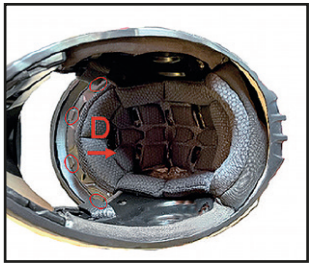

Fig. 3
2.2 Pour le démontage de la coiffe interne, détacher les 2 boutons de pression situés à l'arrière (Fig.3), tirer doucement tout en libérant les bandes de fixation frontales **D**.
2.2 Retire el interior desmontando los 2 corchetes en la parte posterior, luego tire de él suavemente liberando las tiras de fijación frontal **D**. (Fig. 3)